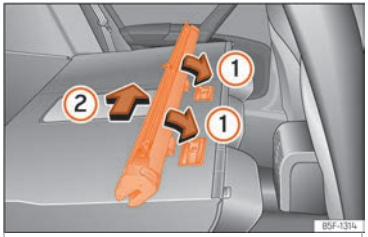

Fig. 140 Montar la red de separación en los respaldos del asiento trasero.
- Coloque la carcasa de la red en los rebajes de los carriles de sujeción en el sentido de las flechas ››› fig. 140 ①.
- Empuje la carcasa hacia el lado izquierdo del vehículo en el sentido de la flecha ››› fig. 140 ② y hasta el tope.
- Tire de la carcasa de la red aproximadamente 5 cm en el sentido contrario de la flecha ››› fig. 140 ②.
- Extraiga la carcasa de los carriles de sujeción tirando en el sentido contrario al de las flechas ››› fig. 140 ①.